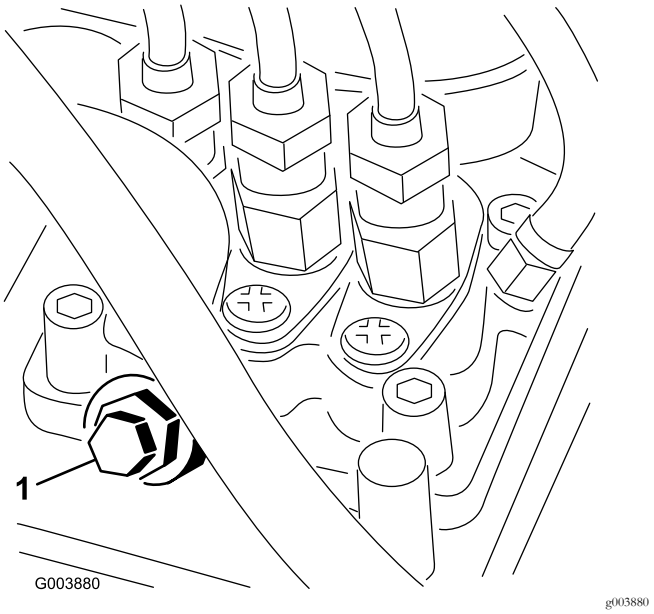

Rysunek 22
3. Odkręć śrubę odpowietrzania na pompie wtryskowej paliwa (Rysunek 22).